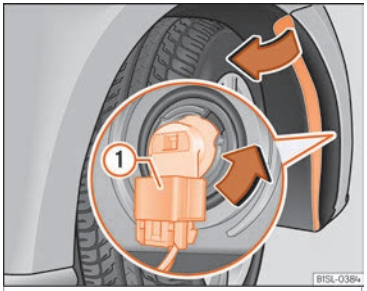

Fig. 88 Changing the bulbs in the headlights
4.	Release the connector ››› Fig. 88 ① and remove it.
5.	Turn the bulb holder ››› Fig. 88 in the direction of the arrow, **in an anticlockwise direction** as far as it will go and remove it, along with the bulb, pulling backwards.